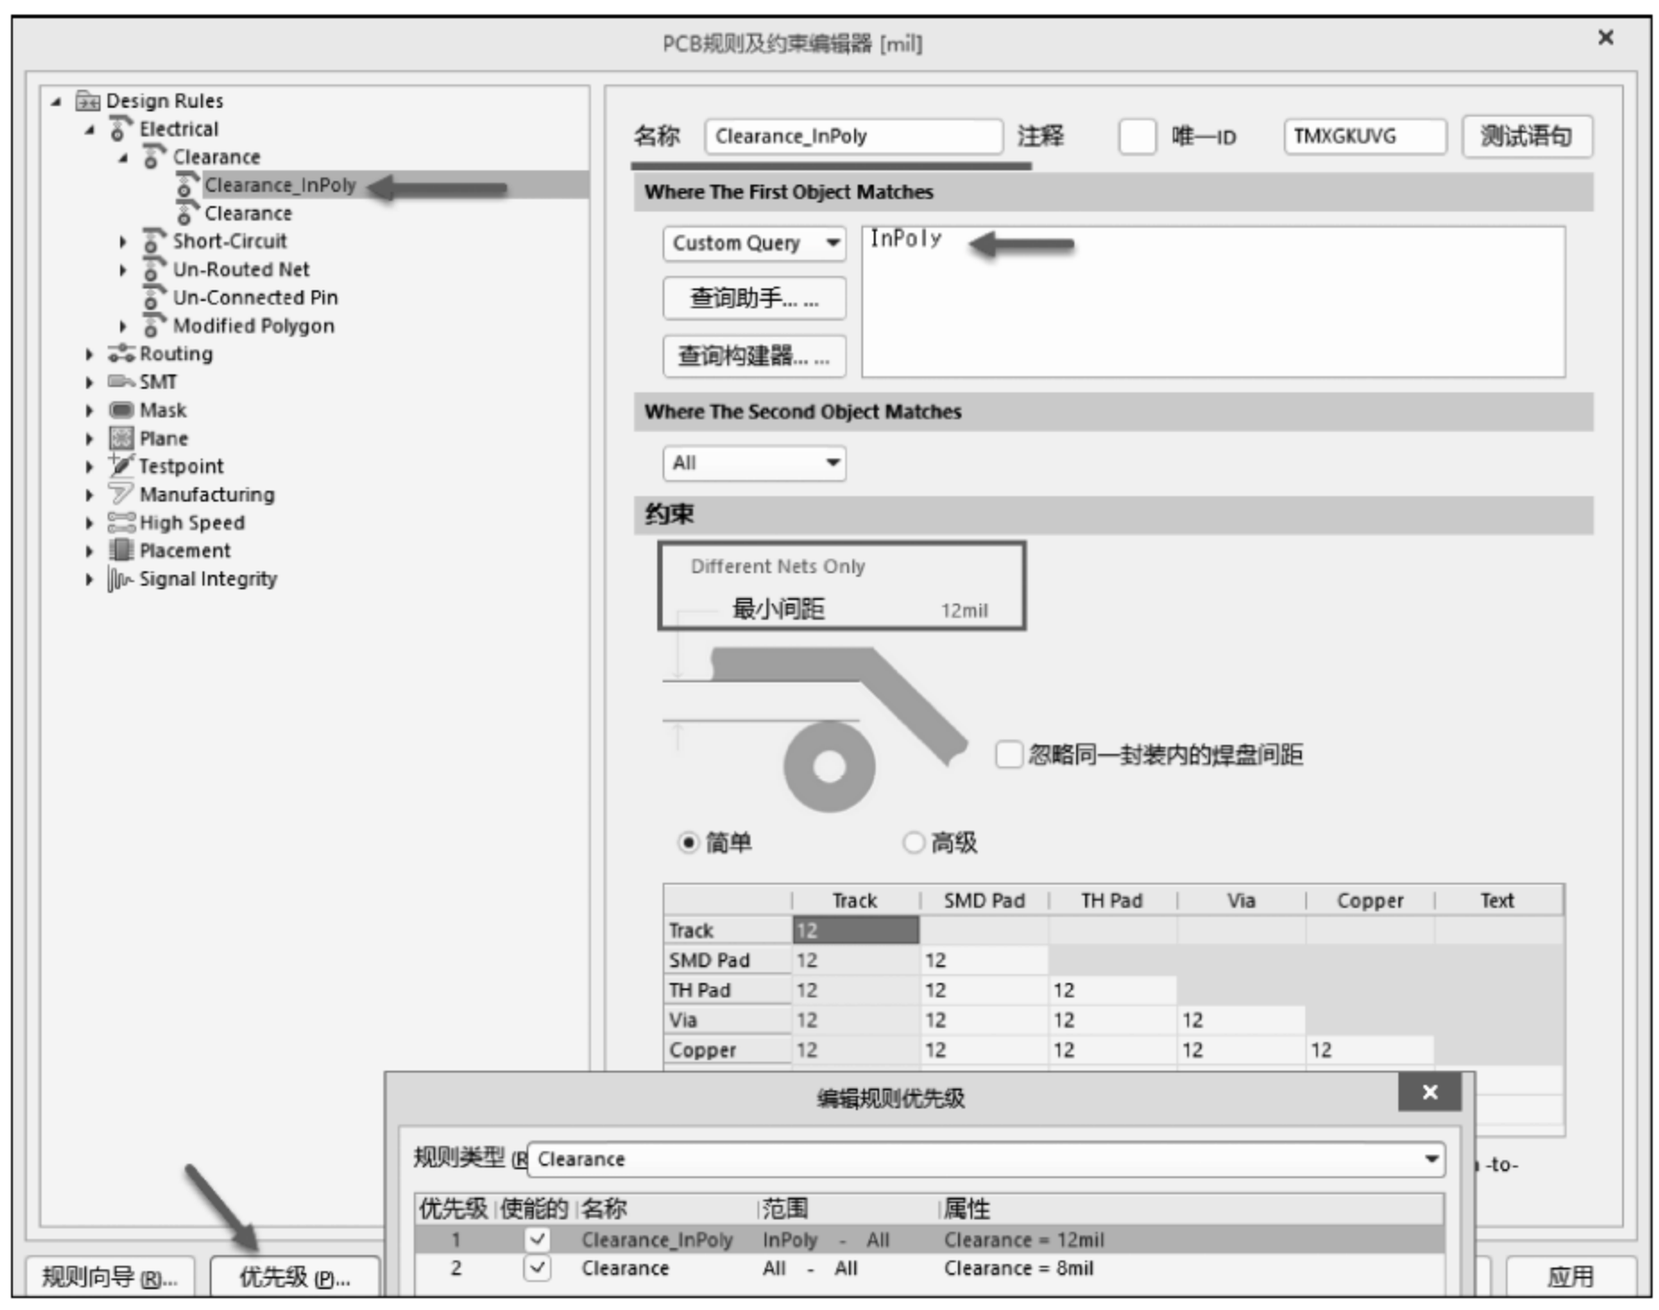

图 2-11　铺铜间距规则设置
(2) 将光标移动到 Clearance 处右击,从弹出的快捷菜单中执行“新规则”命令,新建一个安全间距规则并将规则名称命名为 Clearance_InPoly。在 Where The First Object Matches 中选择 Custom Query,并在查询语句框中输入 InPoly,将规则约束值改为 12mil。单击“编辑规则优先级”对话框下方的“优先级”按钮,检查新建的规则是否为最高优先级(1 为最高,2 次之,……)如图 2-11 所示。